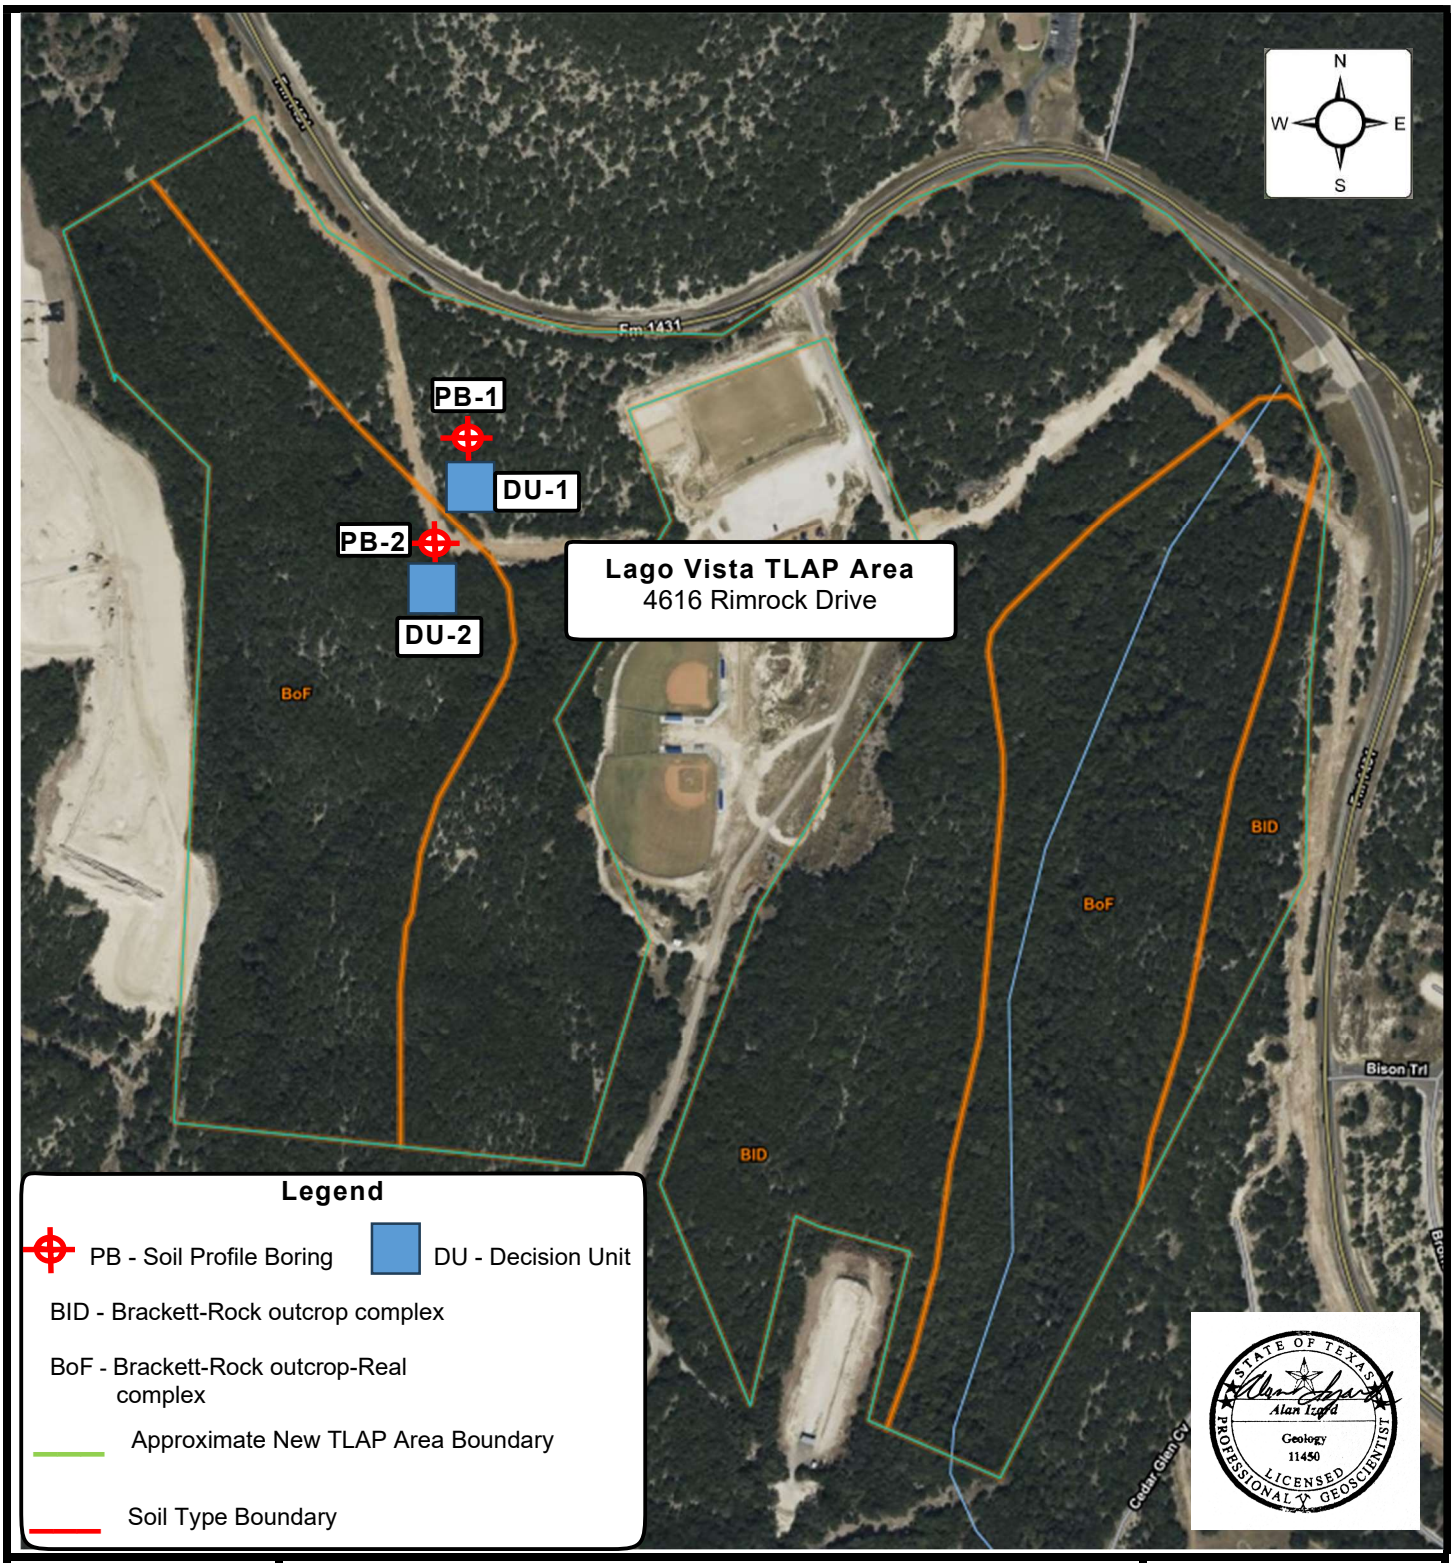

Figure 2 – Sample Grid and Profile Boring Location Map with Soil Types
The Lago Vista TLAP Area consists of 113 acres of land. Title 30 Texas Administrative Code (30TAC) §222.73 requires one (1) sampling grid for every 80 acres within a TLAP area, therefore two (2) sampling grids are required. The Lago Vista TLAP area contains two (2) soil types according to the United States Department of Agriculture (USDA) Web Soil Survey. The two types of soil are the Brackett-Rock outcrop-Real Complex (BoF) and the Brackett-Rock outcrop complex (BID). Detailed Map Unit (soil type) Descriptions of the BoF and the BID are included as an attachment to this sampling plan. Each soil type represents approximately half of the surface area within the Lago Vista TLAP Area. *Figure 2 – Sample Grid and Profile Boring Location Map with Soil Types* illustrates the boundaries of the BoF and the BID map units within the Lago Vista TLAP Area.
A TLAP soil sampling regimen requires one (1) sampling grid per soil type within a TLAP area per 30TAC§222.73, as well as one (1) sampling grid per 80 acres. The two (2) proposed soil sampling grids within the 113-acre Lago Vista TLAP Area satisfy both criteria. The nearly even surficial distribution of the two (2) soil types within this area, coupled with meeting the regulatory criteria, represents an ideal scenario for this two-grid sampling plan as depicted on *Figure 2 – Sample Grid and Profile Boring Location Map with Soil Types.*
ECS personnel will perform reconnaissance of the Lago Vista TLAP Area to establish suitable grid locations near the proposed locations presented on *Figure 2*. The 100-foot square grids, known as decision units,